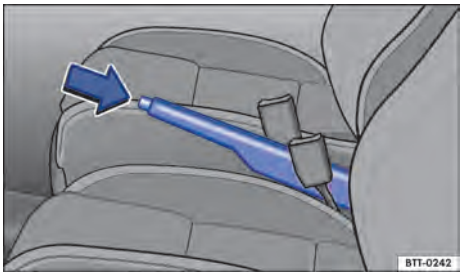

Fig. 113 Entre os bancos dianteiros: freio de estacionamento.
- Puxar a alavanca do freio de estacionamento um pouco para cima e pressionar o botão bloqueador ⇒Fig. 113 (seta).